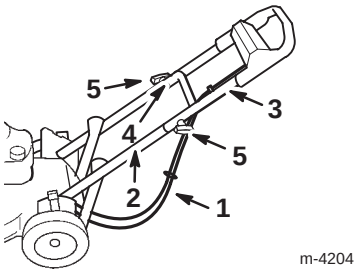

Figur 4
6. Sørg for, at kablerne føres under og bag om den nederste del af håndtaget som vist i Figur 4.